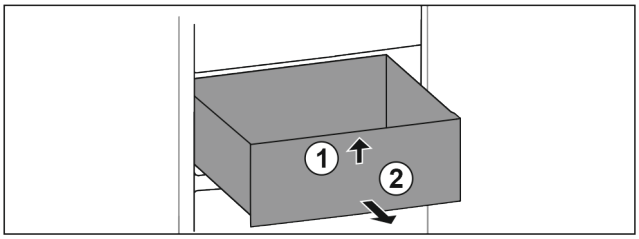

Fig. 166
▶ Soulever la partie avant du tiroir. *Fig. 166 (1)*.
▶ Retirer le tiroir par l'avant. *Fig. 166 (2)*